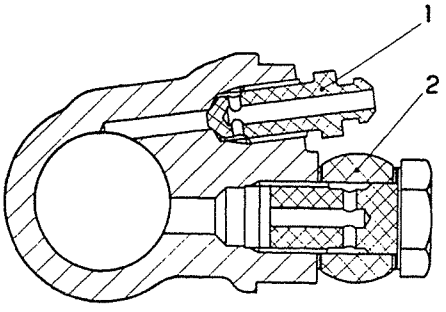

Abb. 299 - Querschnitt durch einen Radbremszylinder.
3) Entlüftungsschraube (1, Abb. 299) um einige Umdrehungen aufschrauben und Bremsfusshebel mehrere Male schnell durchtreten, bis keine Luftblasen mehr aus dem Schlauch austreten.